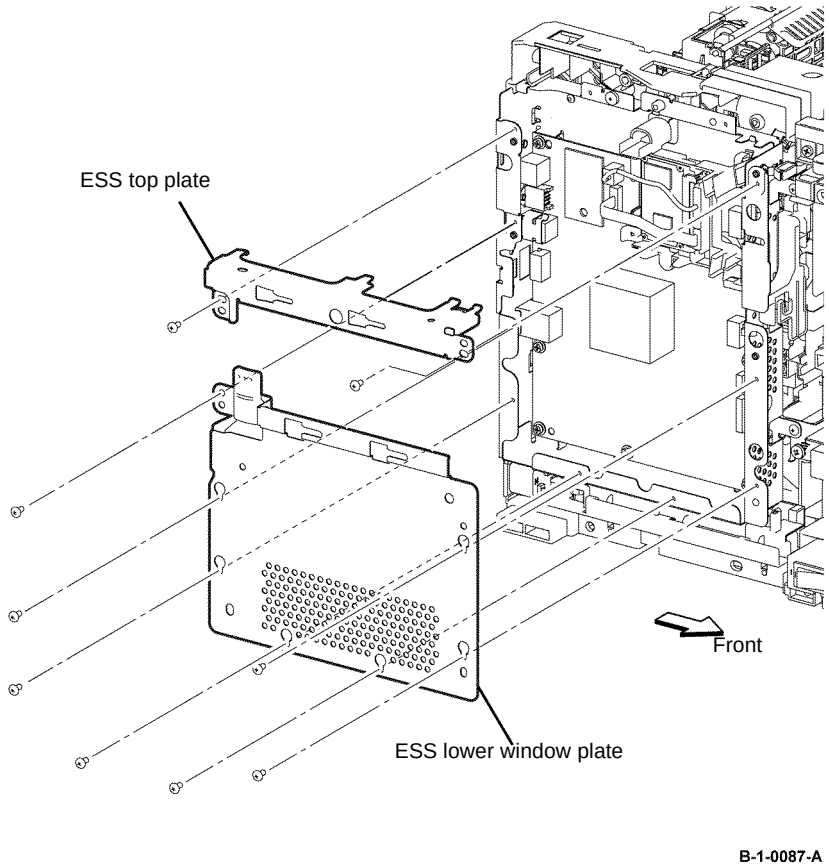

Figure 1 ESS top and lower window plate removal
11. Remove seven screws (silver, M3, 6mm), then remove the ESS lower window plate and WIFI release lever, Figure 1.
12. Remove two screws (silver, M3, 6mm), then remove the ESS top plate, Figure 1.